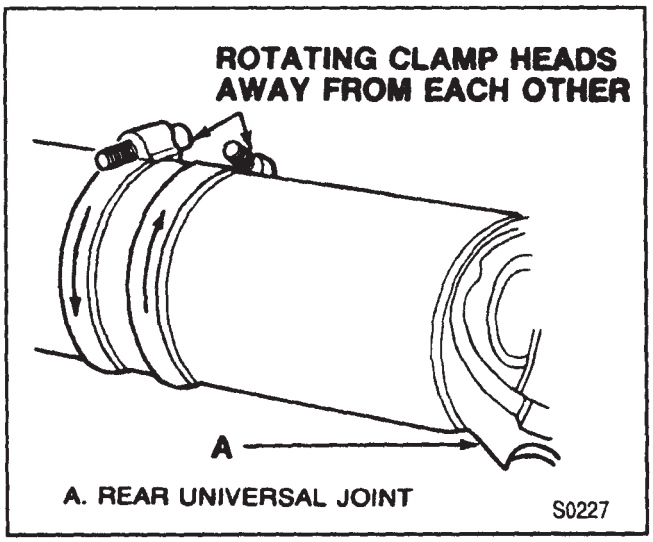

Figure 14—Rotating Hose Clamps
7. Position clamps at point of least imbalance. Rotate the clamp heads away from each other 45 degrees (one on each side of the position)(figure 14). Run the vehicle and note if imbalance has improved.